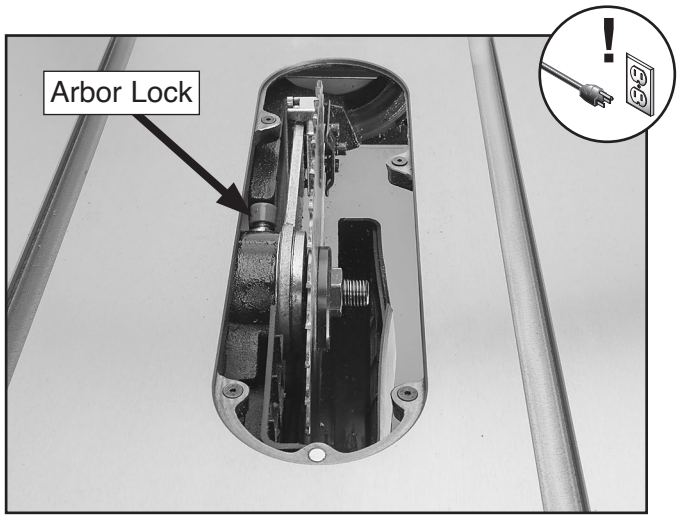

Figure 46. Location of arbor lock.
3. Push arbor lock (see **Figure 46**) in and turn blade until it locks in place.